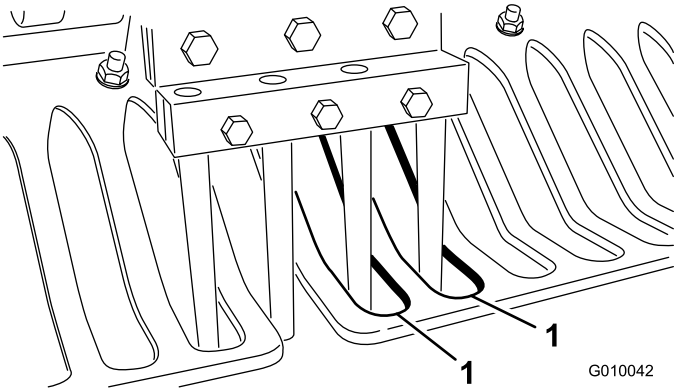

Figuur 27
6. Controleer of de tanden zich in het midden van de openingen in de beschermvingers bevinden (Figuur 27). Verstel indien nodig de beschermvingers en draai de moeren vast.